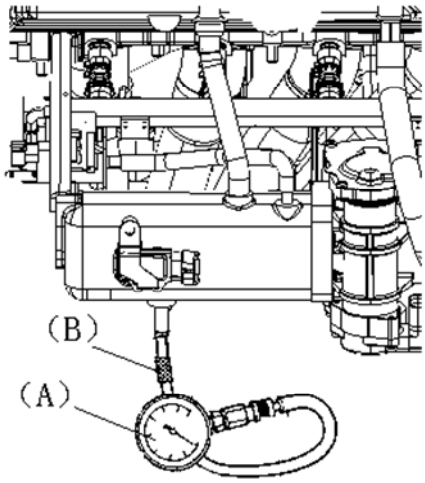

Рис. 7
2) Выключите двигатель. Отсоедините вакуумный шланг от регулятора давления топлива; подсоедините тройник, шланг и специальный инструмент (манометр) между впускным коллектором и шлангом (Рис. 7).